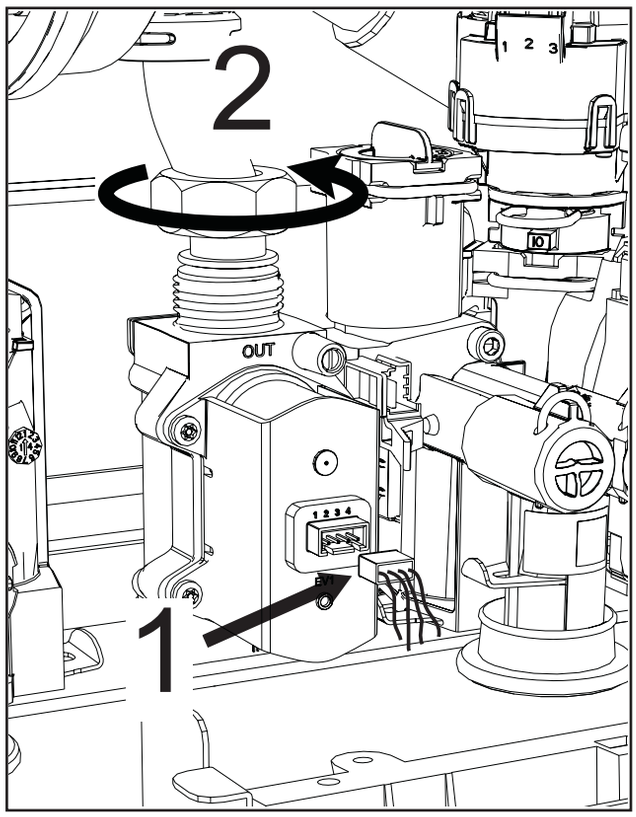

Рис. 44
- Отсоедините электрические разъемы **«1»** (рис. 44).
- Отсоедините трубку подачи газа **«2»** (рис. 44).